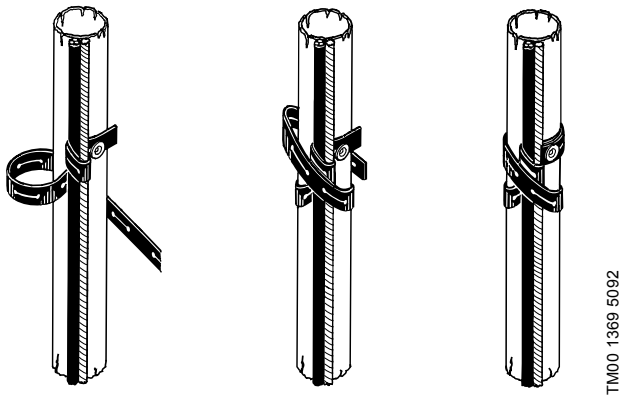

Рис. 15 Кабелді бекіту
3. Сымарқанды *Рис. 15* сур. көрсетілгендей етіп батпалы кабелді бойлап орналастырыңыз.